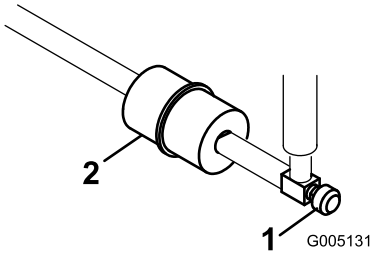

Figur 50
Det sitter ett inlinefilter i bränsleledningen mellan bränsletanken och förgasaren (Figur 50). Byt ut filtret var 800:e körtimme eller tidigare om bränsleflödet begränsas. Se till att pilen på filtret pekar bort från bränsletanken.
1. Stäng bränslekranen, lossa slangklämman på filtrets förgasarsida och ta bort bränsleledningen från filtret (Figur 50).
2. Sätt ett uppsamlingskärl under filtret, lossa den sista slangklämman och ta bort filtret (Figur 50).